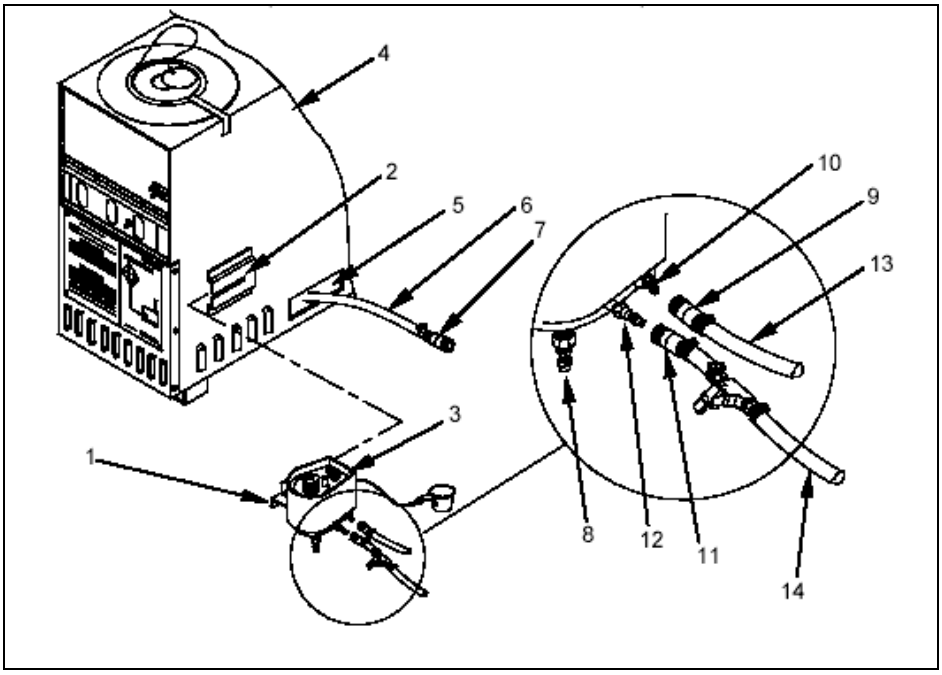

Figure 7
a. Install the fuel flow control valve (See Figure 7):